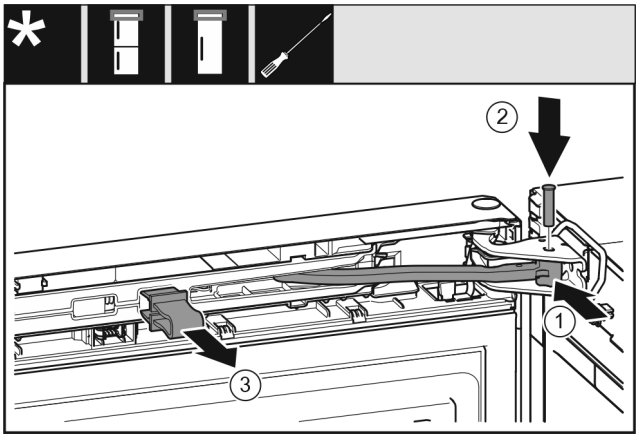

Fig. 42
- ▶ Scharnier *Fig. 42 (1)* in het lagerbok draaien.
- ▶ Bouten *Fig. 42 (2)* in het lagerbok en scharnier steken. Let hierbij op dat het vergrendelingslipje juist in de groef zit.
- ▶ Beveiliging *Fig. 42 (3)* wegnemen.